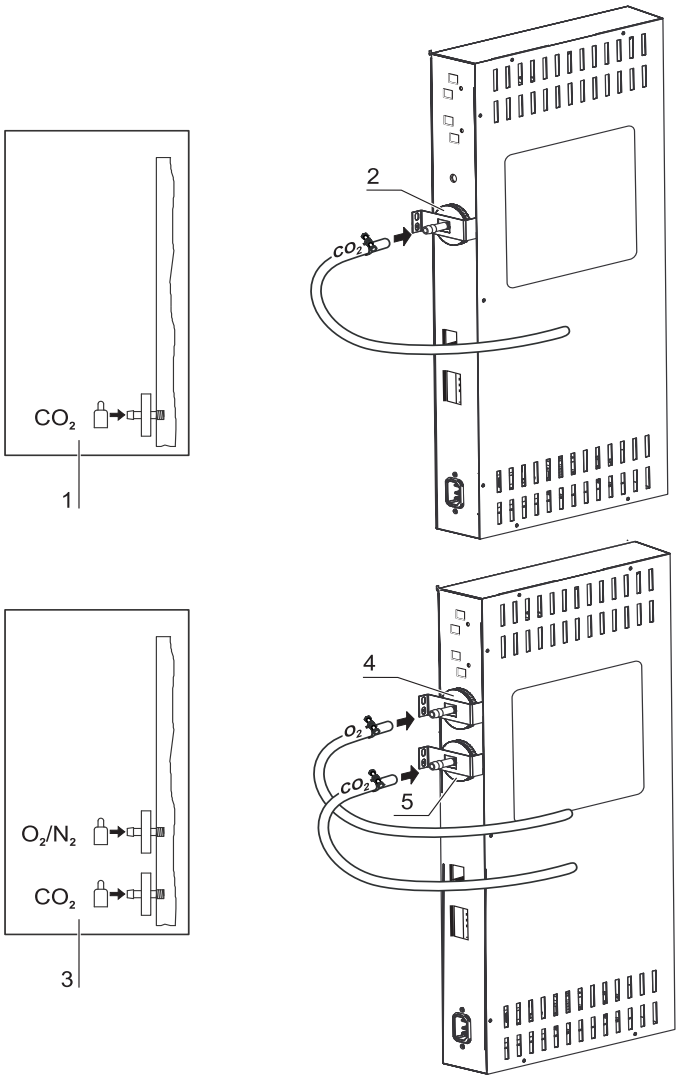

图 4-12. 无气体监控的气体连接
- 在有 CO_2 连接的设备，气体供应连接到气体入口过滤器 (2/ 图 4-12)，根据连接图 (1/ 图 4-12)。
在 CO_2-/O_2-/N_2 组合连接，供应管道根据连接图 (3/ 图 4-12) 用以下方法连接：
- O_2-/N_2 供应连接到上面的气体入口过滤器 (4/ 图 4-12)，
- CO_2 供应连接到下面的气体入口过滤器 (5/ 图 4-12)。